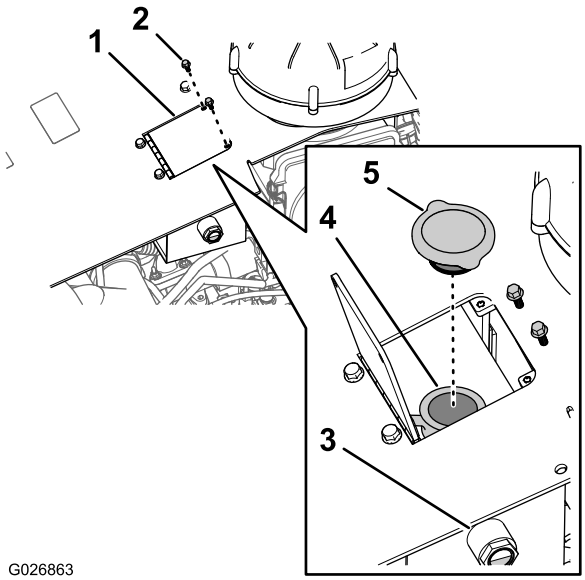
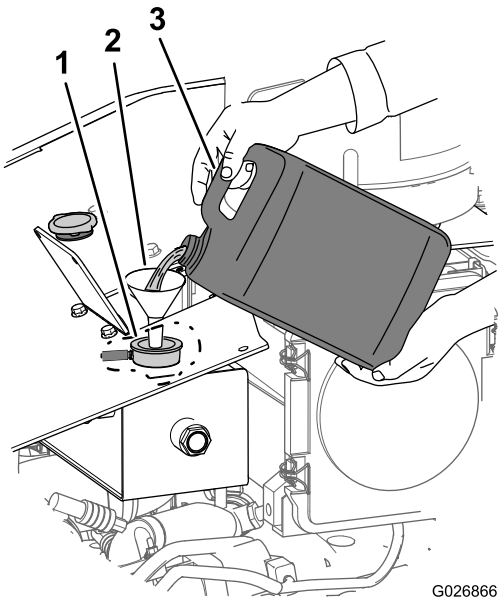

Rysunek 97
Rysunek 104
4. Sprawdź poziom chłodziwa na wzierniku znajdującym się z boku zbiornika wyrównawczego (Rysunek 97).
A. Usuń 2 śruby mocujące drzwiczki zbiornika do maski maszyny i otwórz drzwiczki zbiornika (Rysunek 97).
B. Wyjmij korek ze zbiornika wyrównawczego i dolej chłodziwa, aż jego poziom sięgnie środka wziernika (Rysunek 97).
2. Usuń 2 śruby mocujące drzwiczki zbiornika do maski maszyny i otwórz drzwiczki zbiornika (Rysunek 97).
3. Zdejmij korek zbiornika wyrównawczego ze zbiornika (Rysunek 97).
1. Zdejmij korek chłodnicy ze zbiornika wyrównawczego (Rysunek 97).
2. Napełnij układ chłodzenia określonym roztworem chłodziwa (Rysunek 104) aż do osiągnięcia połowy wysokości wziernika (Rysunek 97).
3. Załóż korek zbiornika wyrównawczego (Rysunek 97).